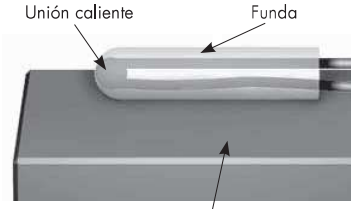

Fig. 15
- En los **termopares conectados a masa** (fig. 15) la *funda* está en contacto con el objeto y también con la *unión caliente.*